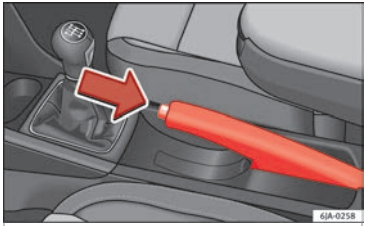

Fig. 175 Centre console: handbrake.
– Pull the handbrake lever up slightly and press the unlock button **at the same time** ››› Fig. 175.